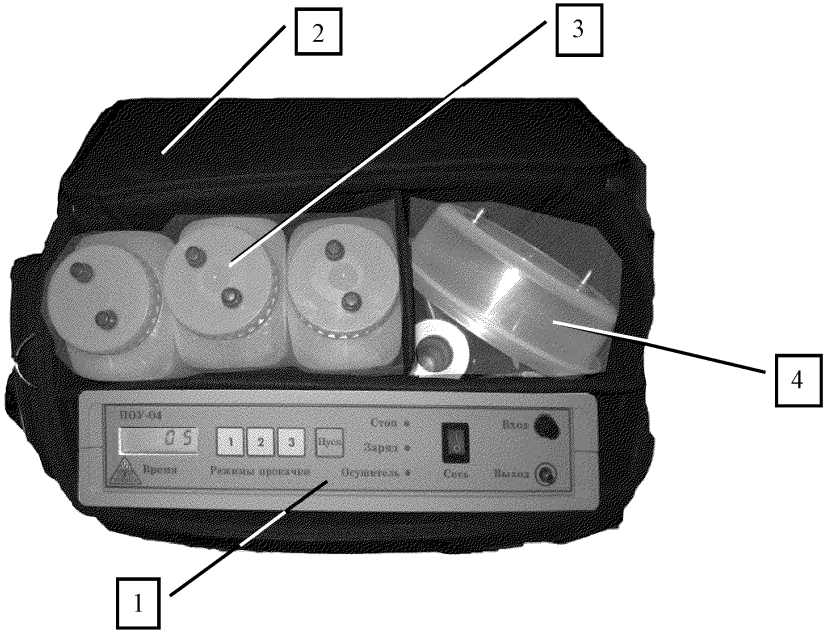

Рис.4. Общий вид пробоотборного устройства.
- пробоотборное устройство (ПОУ), рис.4 Приложения 1, производительность воздуходувки ПОУ 1.0±0.3 л/мин;